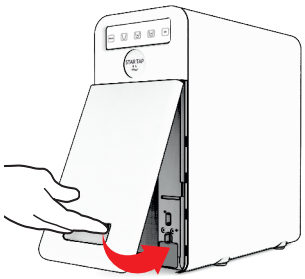

Fig. 2-13
40.11 - Rimontare il sportello frontale, vedi Fig. 2-13. La macchina è pronta per l'uso.